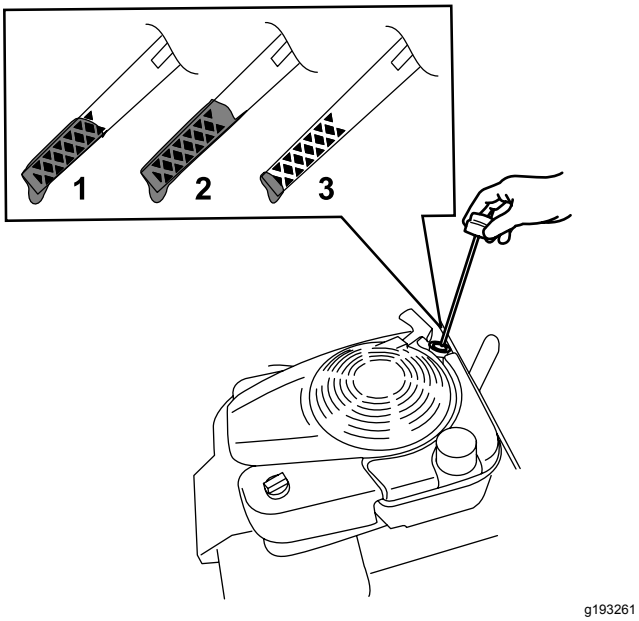

Figur 14
2. Fjern målepinden ved at dreje dækslet mod uret og trække den ud (Figur 14).
5. Aflæs oliestanden på målepinden (Figur 14).
- Hvis oliestanden på målepinden er for lav (Figur 14), skal du forsigtigt hælde en lille mængde SAE 30 eller SAE 10W-30 selvrensende olie i oliepåfyldningsrøret, vente 3 minutter og derefter gentage trin 3 til 5, indtil olien når op til det korrekte niveau på målepinden. Se Skift af motorolien (side 20) for oplysninger om olietypen.
- Hvis oliestanden på målepinden er for høj (Figur 14), skal den overskydende olie aftappes, indtil oliestanden på målepinden er på det korrekte niveau. Se Skift af motorolien (side 20).